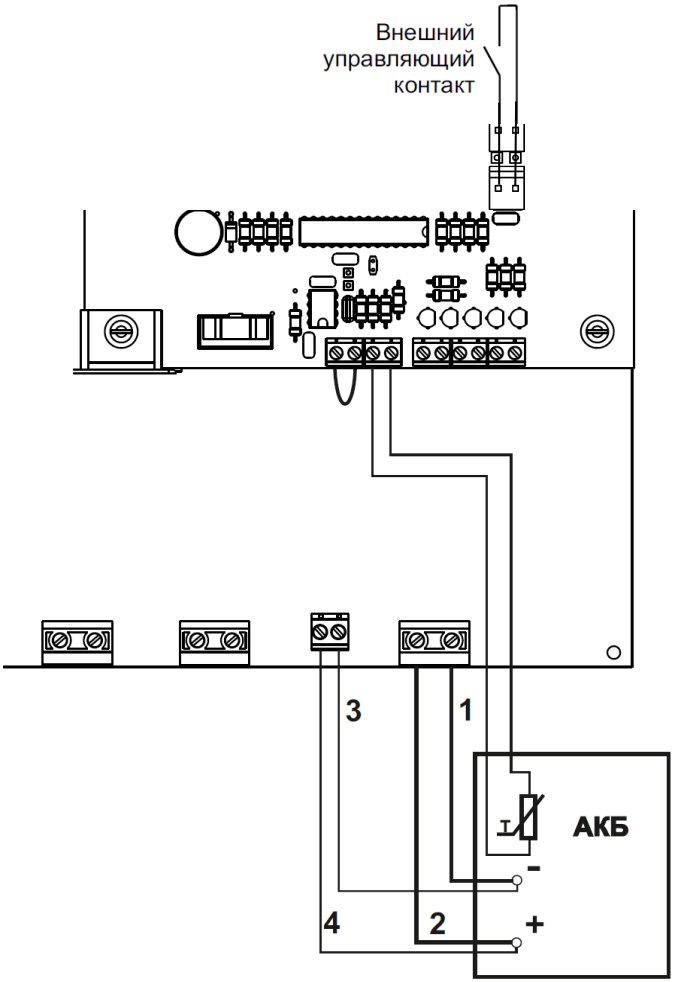

Рисунок 5 – Подключение АКБ, термодатчика и внешнего контакта
- при необходимости термокомпенсации напряжения заряда АКБ подключите термодатчик к контактам колодки «Термодатчик АКБ» (см. рисунок 5). Чувствительный элемент термодатчика закрепите на корпусе АКБ в непосредственной близости от клеммы «+» с помощью липкой ленты. Для корректной работы термодатчика необходимо обеспечить плотное прилегание чувствительного элемента датчика к поверхности корпуса батареи;
- подключить, соблюдая полярность, внешнюю АКБ номинальным напряжением 24 В к изделию (см. рисунок 5);